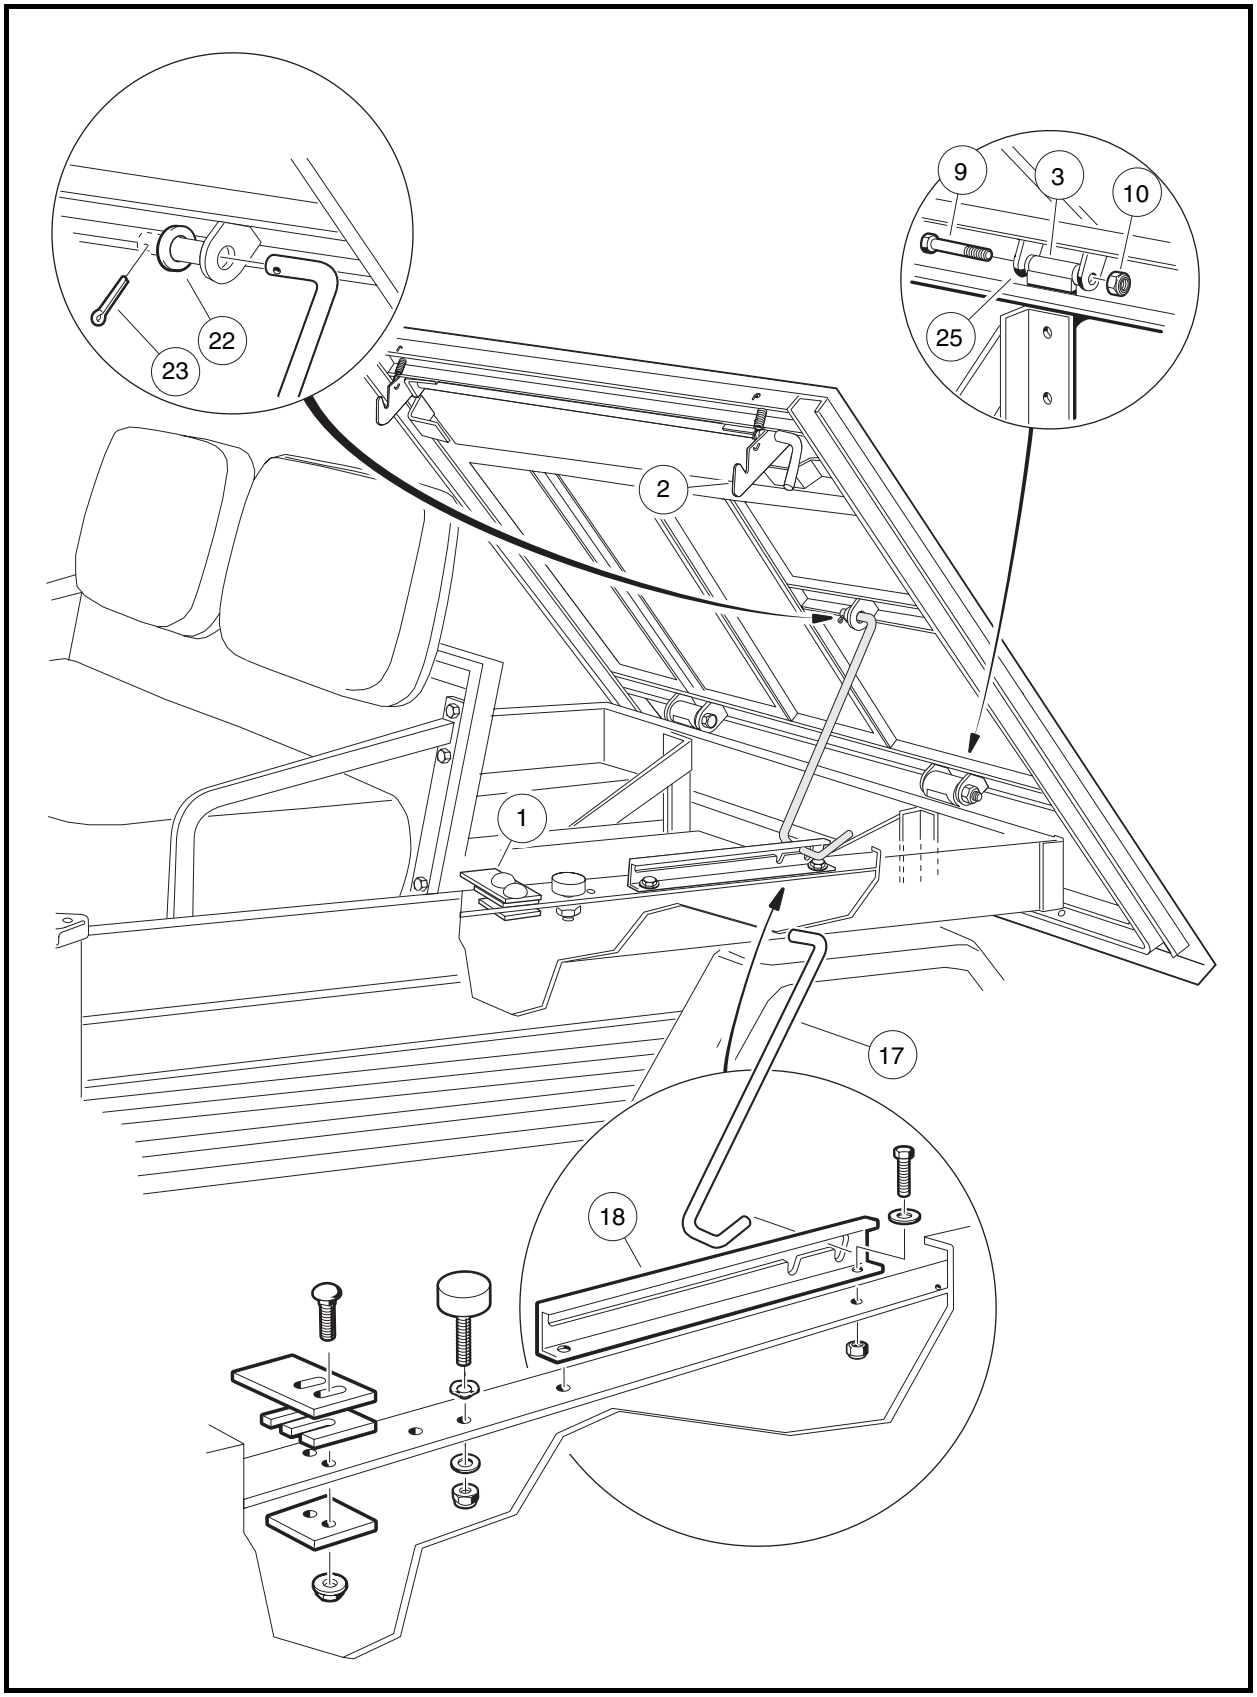

Figure 4-2 Tilt Bed – Turf 1, 2, Carryall 1, 2, and 2 Plus
1. **Turf 2, Carryall 2, and 2 Plus only:** Raise bed and secure prop rod (17) in prop rod track (18). Hold bed securely in an upright position. Remove cotter pin (23) and flat washer (22) from top end of prop rod where prop rod attaches to bed. Remove prop rod (17) from bed and place prop rod between prop rod track (18) and rear body panel. Lower bed onto vehicle frame **(Figure 4-2, Page 4-6)**.
2. Remove two lock nuts (10) from left and right hinge assemblies (3 and 25).
3. Apply slight upward pressure (by hand) on the rear of the bed to relieve pressure on the hinges, and remove the hinge bolts (9) from the hinge assemblies.
4. Raise rear edge of bed approximately 6 inches (15.2 cm) and pull bed assembly toward rear of vehicle approximately 3 inches (7.6 cm) to release bed latch assembly (2) from latch plate (1).
1. Hold bed at a slight angle (front of bed lower than rear of bed) to vehicle and place front edge of bed onto vehicle frame. Bed latches (5) should engage with latch plates (1) **(Figure 4-2, Page 4-6)**.
2. Lower edge of bed onto vehicle and align hinge brackets (3) with bed hinge (25).
3. Start the bolts (9) into left and right hinge assemblies (3 and 25). It may be necessary to use an alignment tool to align holes in hinge bracket with steel bushing in hinge assembly.
5. Install a nylon lock nut (10) on each bolt (9) and tighten to 15 ft-lb (21 N·m).
6. **Turf 2, Carryall 2, and 2 Plus only:** Lift bed and place the prop rod (17) in bed mounting hole. Install a 3/8-inch flat washer (22) and a new cotter pin (23) on prop rod **(Figure 4-2, Page 4-6)**.